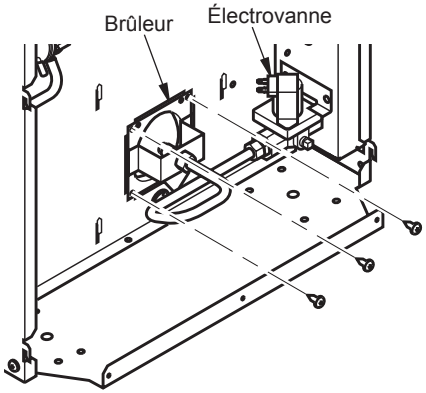

Figure 13 - Retrait du brûleur
4. Enlevez les 3 vis qui retiennent le brûleur à la partition (voir figure 13). Tournez le brûleur dans le sens des aiguilles d'une montre et sortez-le de la chambre.